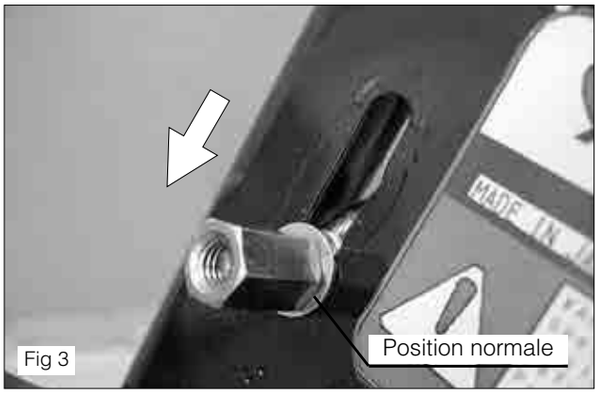

Fig 3
(3) Pour une position de réglage normale, défaites le dispositif d'arrêt et remettez le en position normale (voir fig. 3).